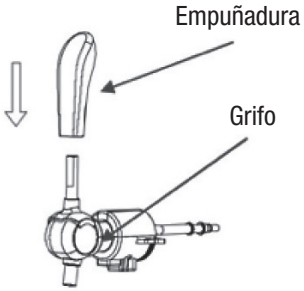

Figura 3
2. Monte la empuñadura sobre el grifo y a continuación conéctelos y asegúrese de que ambos extremos estén perfectamente en contacto (Figura 3).